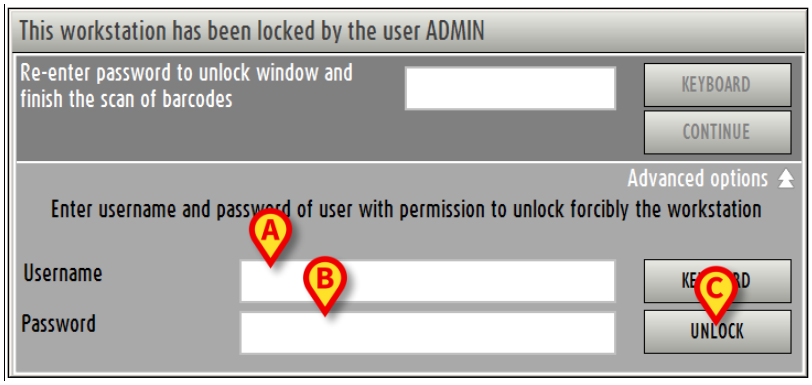

Fig 36 - Advanced options
The window changes in the following way (Fig 36).
- Insert the username of the new user in the "Username" field (Fig 36 **A**).
- Insert the password of the new user in the "Password" field (Fig 36 **B**).
- Click the **Unlock** button (Fig 36 **C**).